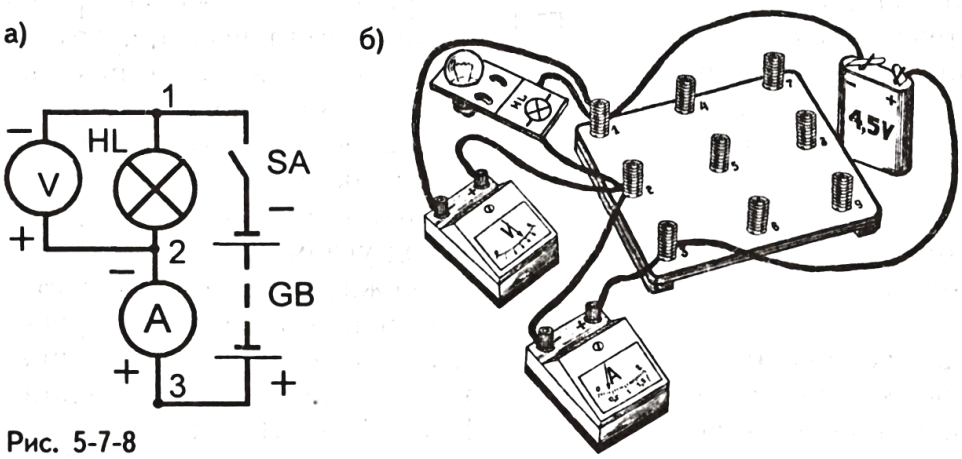

Рис. 5-7-8
1. Соберите цепь по принципиальной и монтажной схемам (рис. 5-7-8) и измерьте амперметром силу тока I в амперах, вольтметром напряжение U в вольтах и запишите в "Дано". На основании закона Ома вычислите сопротивление лампы.